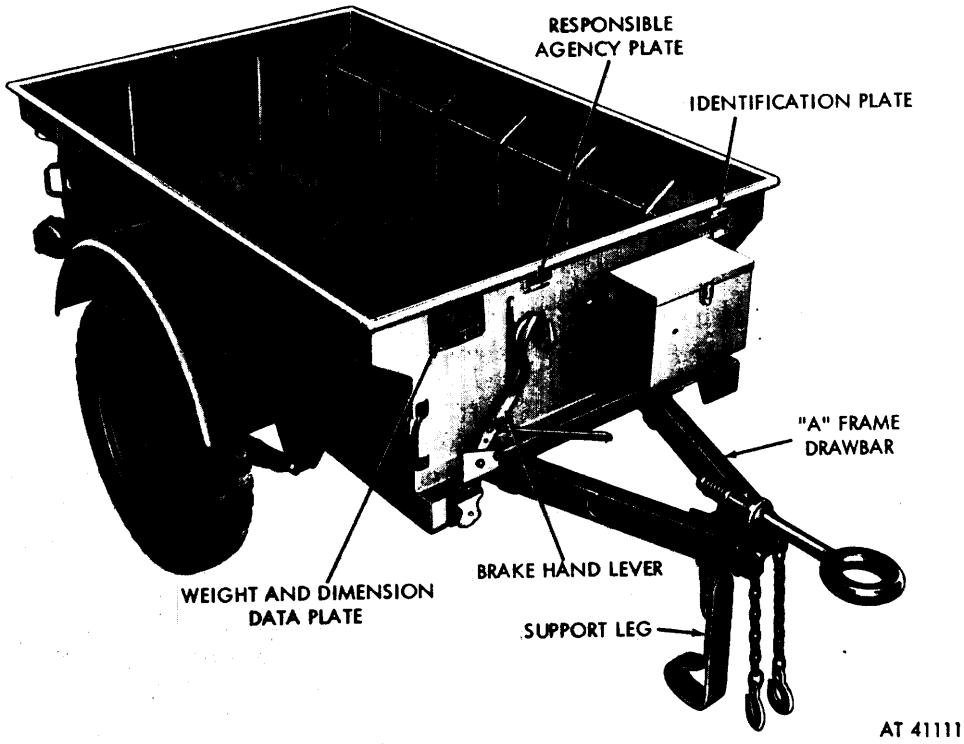
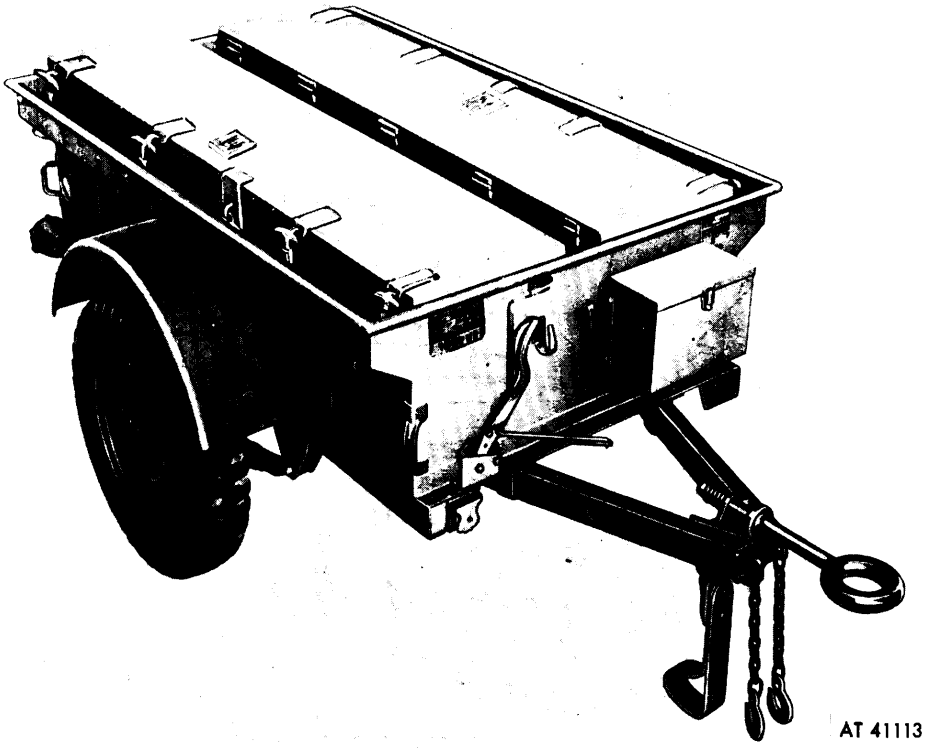
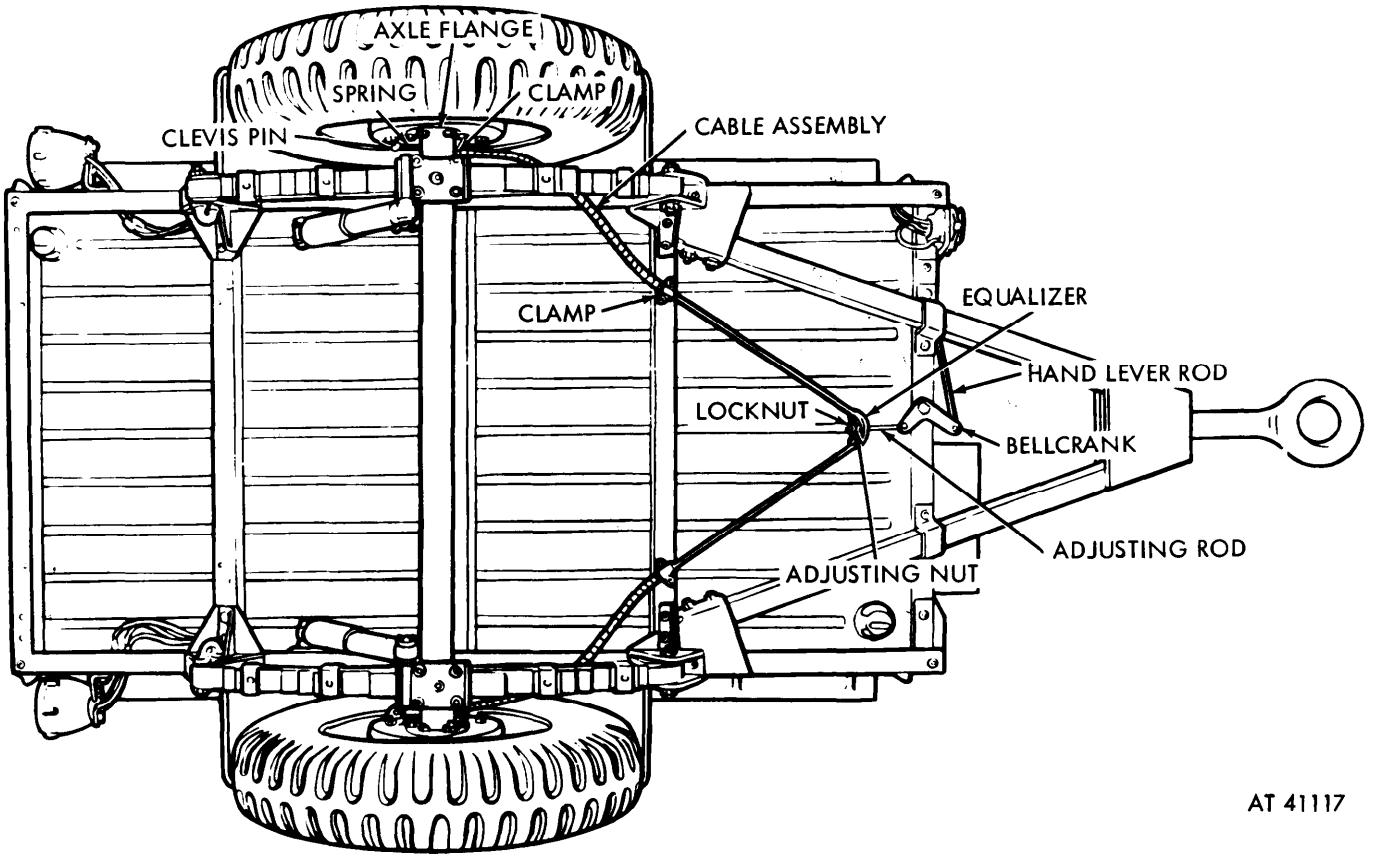

Figure 1-1. 1/4-ton, 2-wheel Cargo Trailer M100—right front view.
Figure 1-3. 1/4-ton. 2-wheel Maintenance Trailer, Telephone Cable Splicer M367.
Figure 1-7. Brake system.
a. General. The M100 Cargo Trailer (fig. 1-1 and (l-2) and the M115 Chassis Trailer are a two-wheel general purpose carrier designed to carry a load of 500 pounds cross-country. The M367 Maintenance Trailer (fig. 1-3) is a two-wheel general purpose carrier used as a Telephone Cable Splicer.
(1) The body and frame are of one piece welded construction.
(2) The body is water-tight and will float the trailer and a 500-pound load in fording operations.
(3) Two drain valves are provided, one in the front, and one in the rear of the floor.
(4) The trailer is equipped with two tail lights which are operated from the towing vehicle.
(5) An intervehicular cable is provided for connecting the trailer electrical system with that of the towing vehicle. This cable is stowed in the intervehicular cable storage box mounted on the left front of the body.
(6) Reference in this manual to the right or left sides of the vehicle will be as viewed when standing at the rear of the vehicle facing forward.
(7) An A frame drawbar is bolted to the frame side members and serves as a mount for the towing connections and the support leg. The support leg is a movable support which is used to keep the trailer upright when the trailer is not connected to a towing vehicle.
(8) A canvas paulin, which fastens to hooks welded to the body, is provided to cover the trailer top.
e. Parking Brake. The brake system is a hand-operated internal expanding, double anchor, two-shoe type parking brake with cable control. The hand lever (fig. 1-1) is located on the front of the body on the right side. It controls the two brake cables through a lever rod, bellcrank, and adjusting rod (fig. 1-7). The hand lever assembly includes a ratchet mechanism which holds the brakes in the applied position until released.
g. Drawbar and Support Leg. (fig. 1-1 and 1-9). The A frame drawbar is of steel channel construction and is bolted to the trailer frame. The lunette eye is spring mounted in the front support bracket. The support leg is mounted on the bracket so that it can be swivelled into position up in the A frame when the trailer is in operation or straight down when the trailer is parked. The leg is held in position by a spring loaded plunger. Two chains with hooks are provided to be hooked through the towing vehicle pintle eyes during operation as a safety measure. The chains are bolted to the front support bracket.